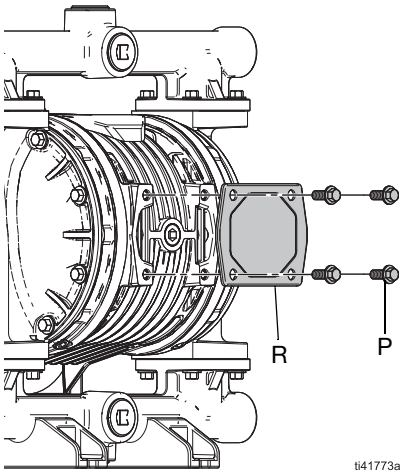

ABB. 5: Entfernen Sie die Befestigungen und die Platte, nur Pumpen, die für den Einsatz in explosiven Atmosphären oder Gefahrenbereichen (klassifiziert) sind
2. **Nur für den Einsatz in explosiven Atmosphären oder Gefahrenbereichen (klassifiziert) zertifizierte Pumpen:** Entfernen Sie die Befestigungen (P) und die Platte (R). Siehe ABB. 5.